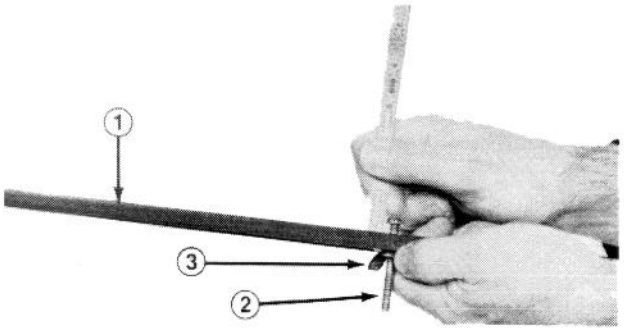

Fig. 7
3. Desserrer l'écrou sur le calibre (Fig. 7) et placer la vis de réglage à la hauteur de coupe désirée. La hauteur de coupe correspond à la distance entre la base de la tête de vis et la face du calibre.